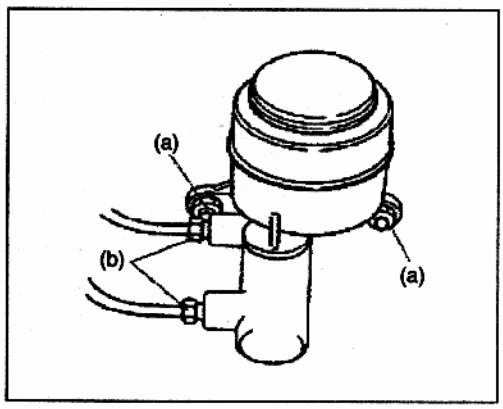

Рис. 694
3) Установите крышку (Рис. 694). При установке новой крышки на цилиндр, толкните крышку в паз на столько глубоко, на сколько это возможно. Убедитесь в том, что все защелки зафиксировались в пазах. Используйте новую крышку.